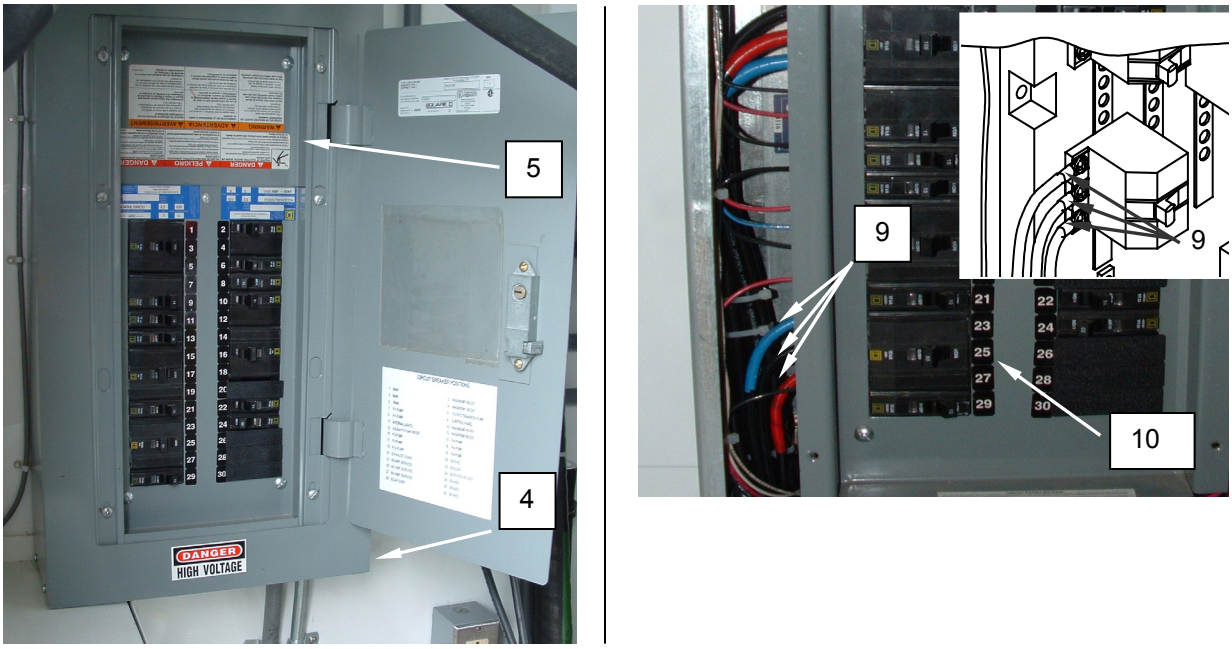

Figure 3. Replace the Power Output Receptacle.
3. Remove screws retaining the main circuit breaker box cover **(Figure 3, Item 4)** and remove the circuit breaker box cover.
4. Remove screws retaining the circuit breaker panel cover **(Figure 3, Item 5)** and remove the circuit breaker panel cover.
5. Tag and disconnect the wiring **(Figure 3, Item 9)** from the output circuit breaker (#23, 25, 27) **(Figure 3, Item 10)**.